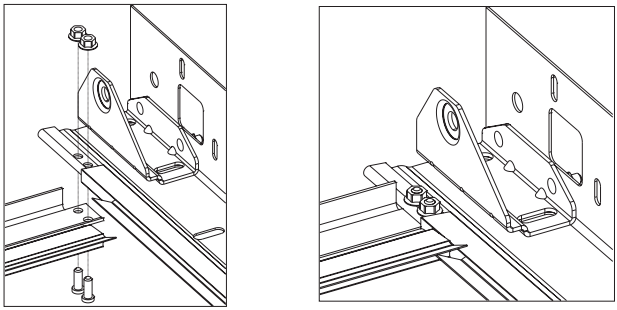

*Рис.7.3. Установка* нащельника
- Соединить опорные стойки с нащельником при помощи двух пресс-болтов М6х12 и гаек с буртиком (рис.7.3).